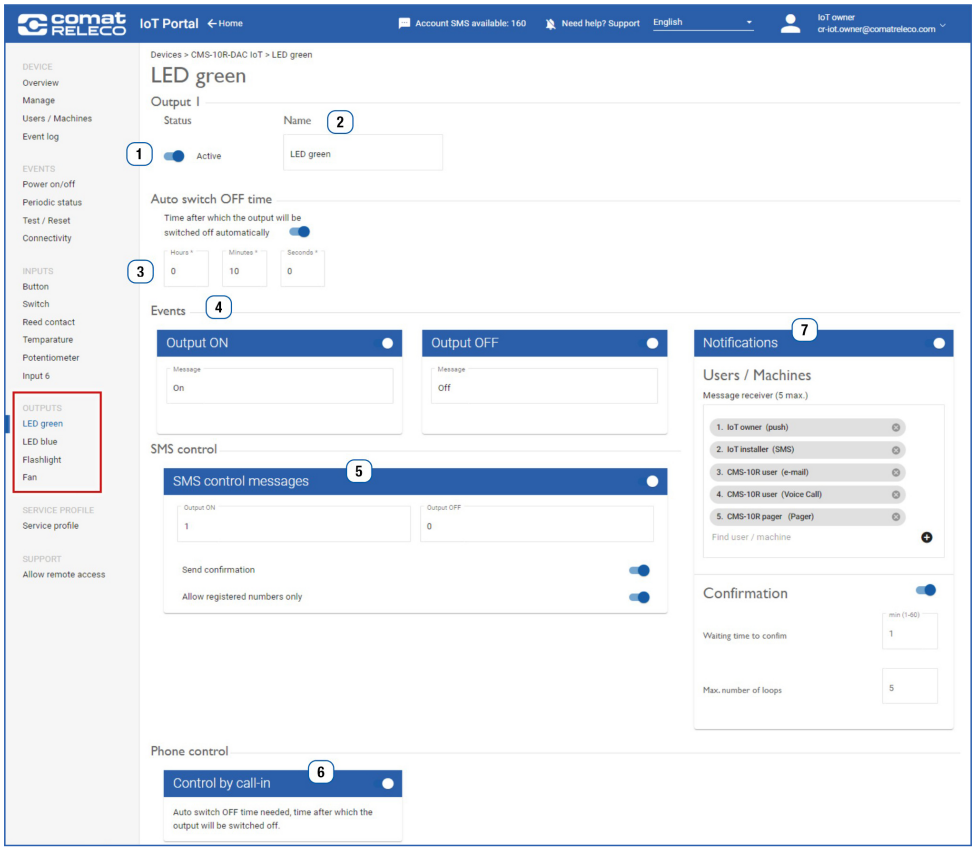

Figura 6.20: Menu Outputs.
- Se **Auto turn off** è impostato, l'uscita si disattiva dopo tale tempo (Figura 6.20, voce **3**).